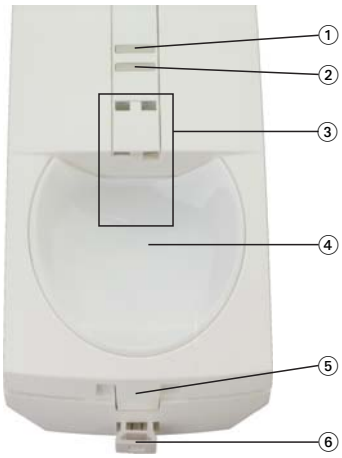

Fig. 2
① If necessary, break the seal with a small screwdriver or similar object and pull downward.
② Press the notch (at the bottom in the middle, see Fig. 2-⑤) slightly inward.
③ Press off the front of the housing.
④ Lift off the housing front.